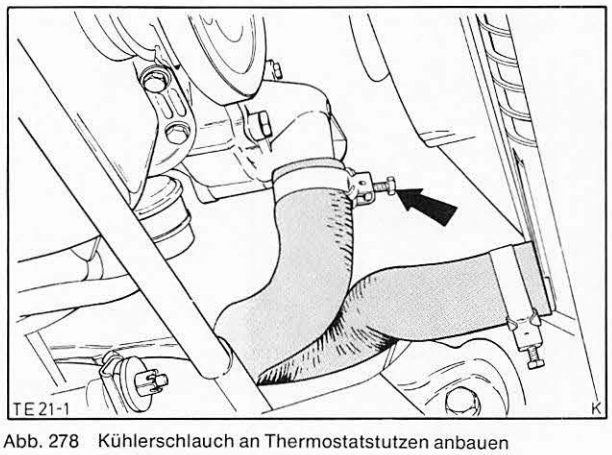

Abb. 278 Kühlerschlauch an Thermostatstutzen anbauen (V6-Motor)
30. Oberen Kühlerschlauch an Wasserstutzen-Ansaugkopf und unteren Kühlerschlauch an Wasserpumpe bzw. Thermostatstutzen anbauen, Abb. 278.